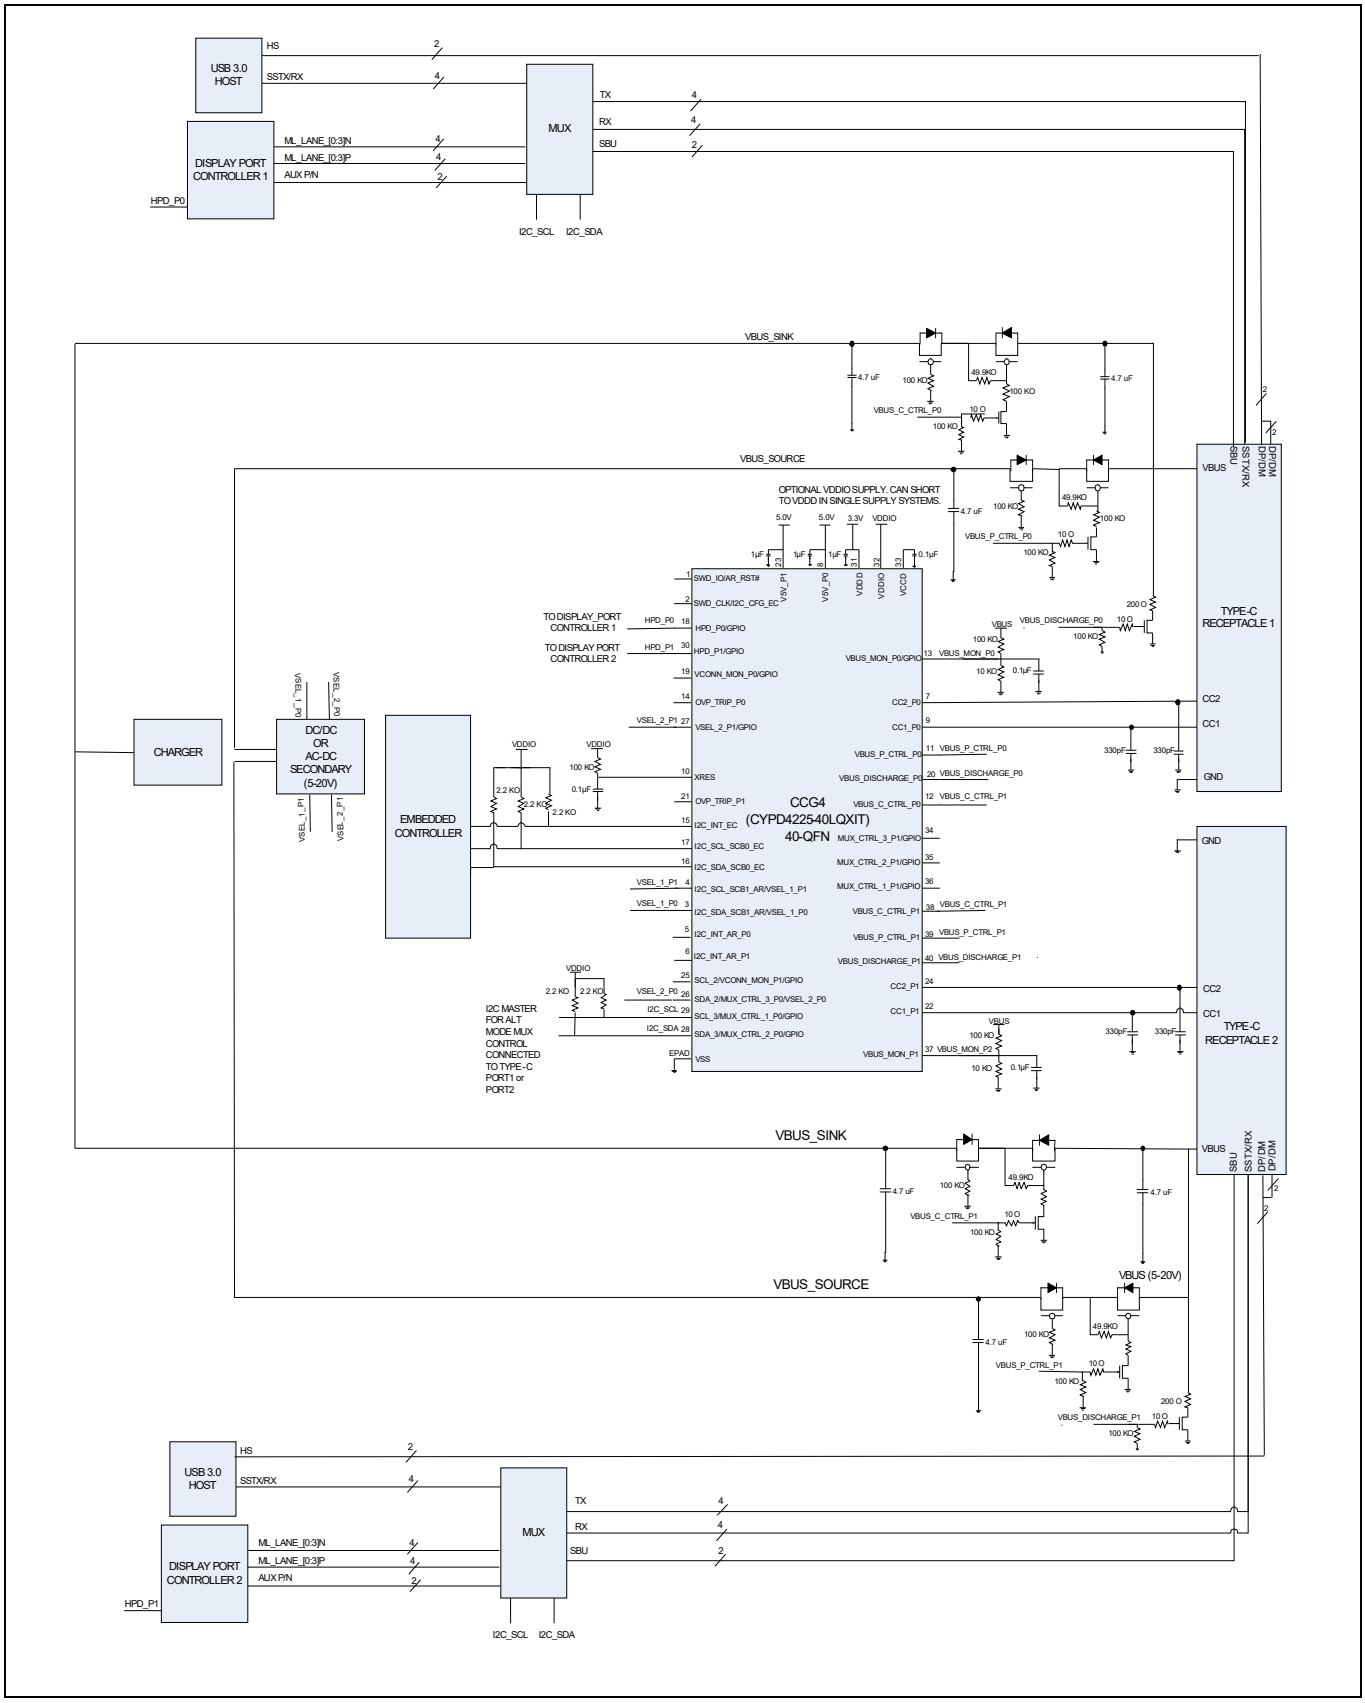
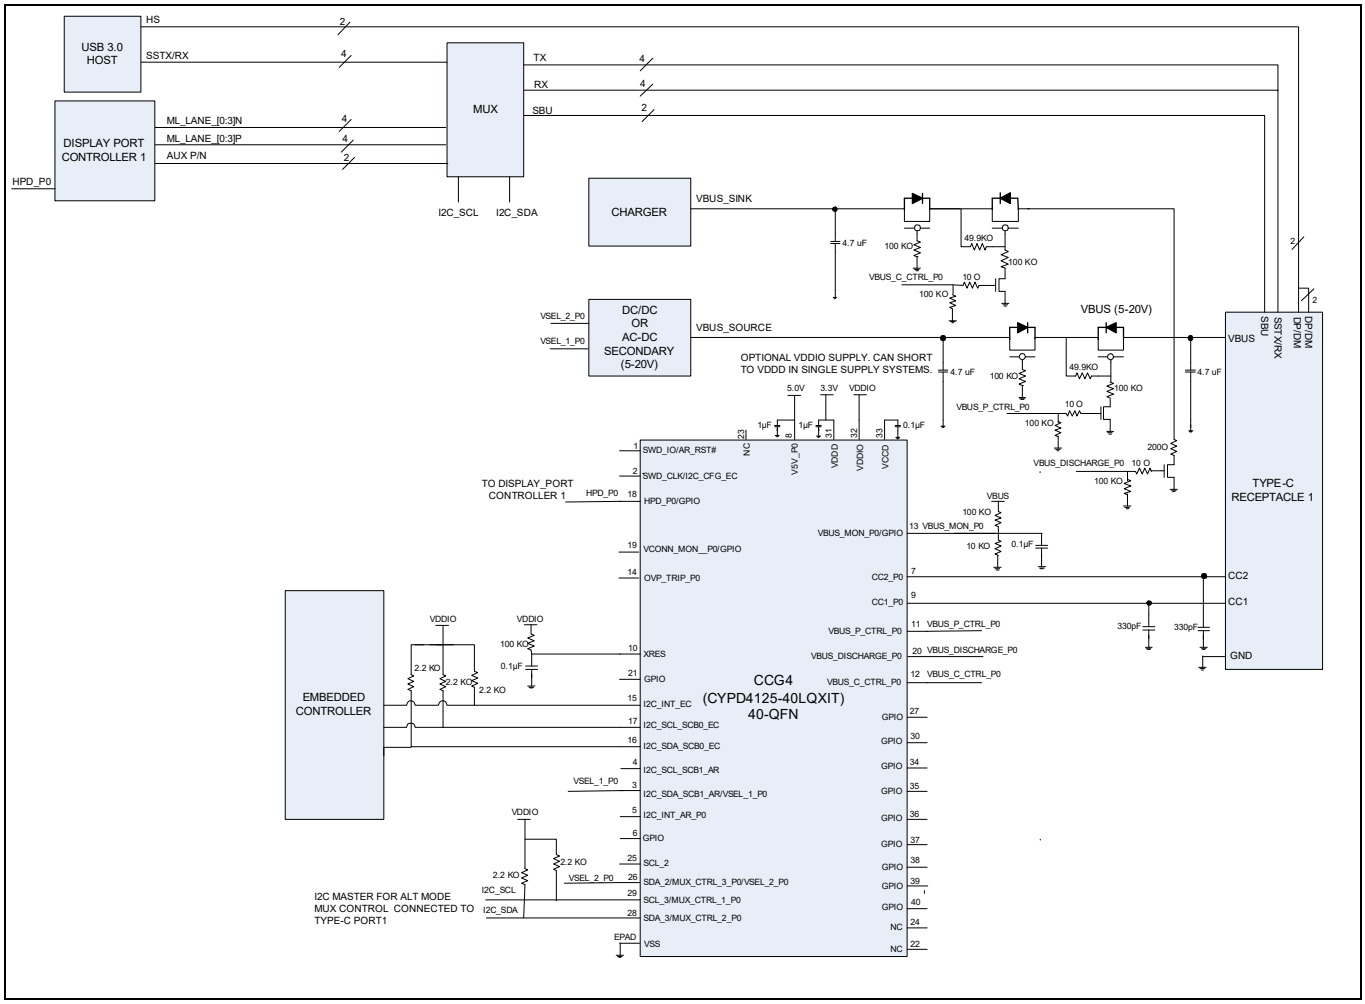

**Figure 8** **CCG4 in a dual port notebook application using CYPD4225-40LQXIT**
**Figure 9 CCG4 in a single port notebook application using CYPD4125-40LQXIT**
**Figure 8** and **Figure 9** show a dual Type-C port and a single Type-C port Notebook DRP application diagram using a EZ-PD™ CCG4 device. The Type-C port can be used as a power provider or a power consumer.